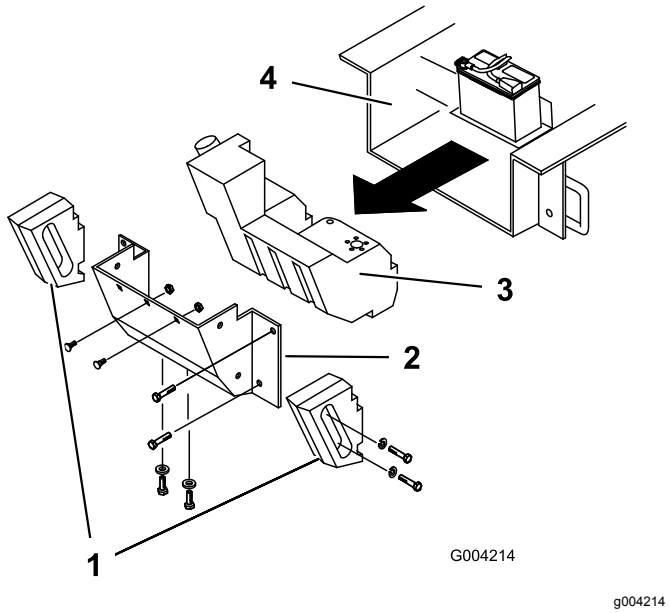

Figuur 64
Open de motorkap en inspecteer regelmatig het gebied onder de motor met behulp van een zaklamp. Als de laag vuil 2,5 tot 5 cm dik is, voltooi dan de volgende procedure (raadpleeg Figuur 64 tijdens deze procedure):
5. Verwijder de bouten, ringen en borgringen waarmee de 2 zijgewichten zijn bevestigd en verwijder de gewichten (Figuur 64).
8. Verwijder de 6 moeren en bouten waarmee het achterpaneel is bevestigd; verwijder het paneel (Figuur 64).
10. Schuif de brandstoftank naar achteren (Figuur 64).
17. Schuif de brandstoftank gedeeltelijk in het chassis (Figuur 64).
23. Plaats het achterpaneel terug en bevestig het met de 6 bouten en moeren die u eerder hebt verwijderd (Figuur 64).
25. Monteer de zijgewichten met de bouten, ringen en borgringen die u eerder hebt verwijderd (Figuur 64).